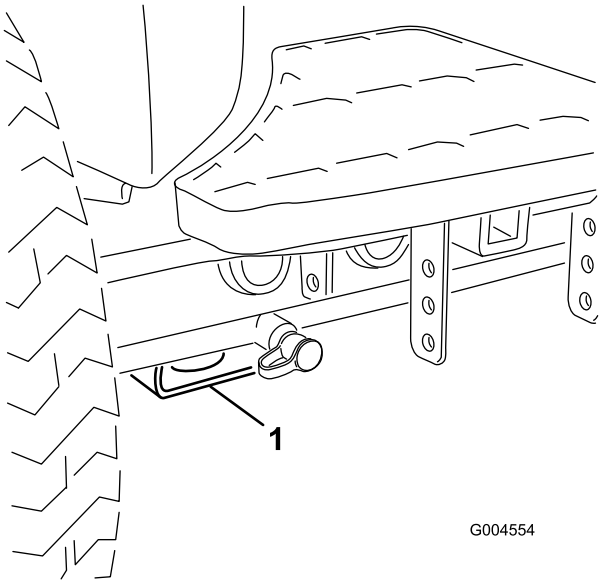

Rysunek 43
- Z przodu – prostokątna płytka, pod pochwą osi, wewnątrz każdej z przednich opon(Rysunek 43).